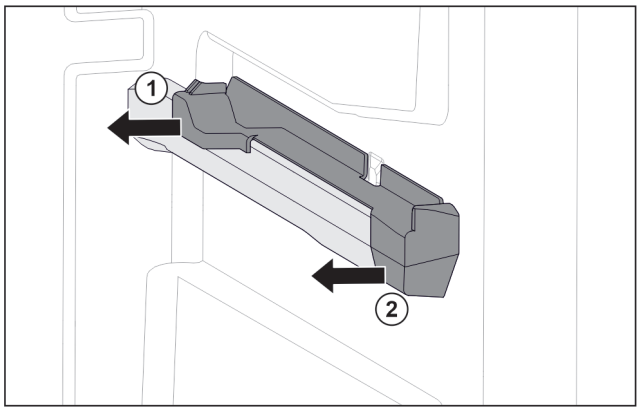

Fig. 127 Attachment on the right moulded rib
▶ Pull off attachment at the back sideways. *Fig. 127 (1)*
▶ Pull off attachment at the front sideways. *Fig. 127 (2)*